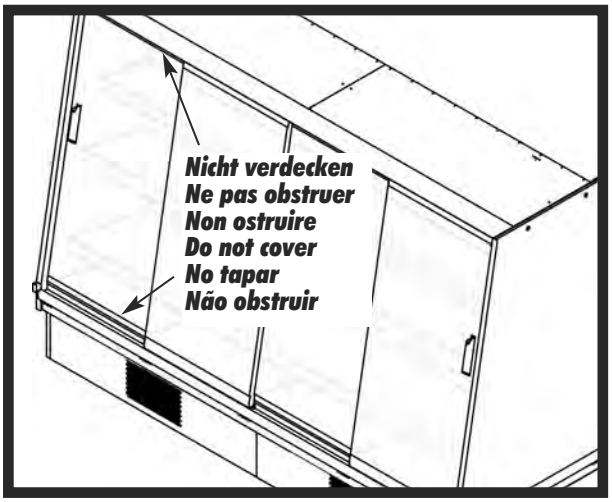

fig. 9
- **die Lüftungsschlitze**, welche die gekühlte Luftströmung gewährleisten, nicht verdeckt werden (siehe Abb. 9).